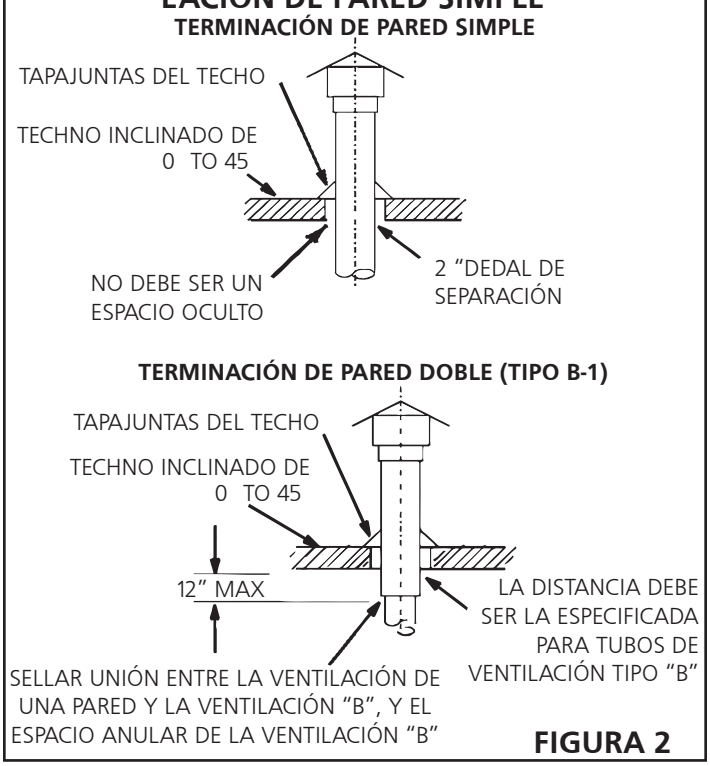

FIGURA 2
1. Estados Unidos: Los calefactores HSU deben usarse con chimeneas aprobadas por NFPA o ANSI, ventilaciones de gas tipo B-1 aprobadas por U.L., tuberías metálicas de una sola pared o con un sistema de revestimiento de chimenea para ventilación de gas cuando corresponda, así como con las modificaciones y limitaciones enumeradas en la **figura 2**. Selle los materiales de ventilación de una sola pared de acuerdo con la sección **A - Recomendaciones generales y requisitos**.
8. Cuando la terminación pase por una pared exterior combustible, hay que sujetar la ventilación utilizando un guardacabo con la separación indicada. Selle la conexión entre los conductos de una sola pared y de doble pared, y el espacio anular del conducto de doble pared como se muestra en la figura 2. El borde interno de la T de la terminación de ventilación debe estar a por lo menos 12" de la pared exterior, como se muestra en la **figura 3**.